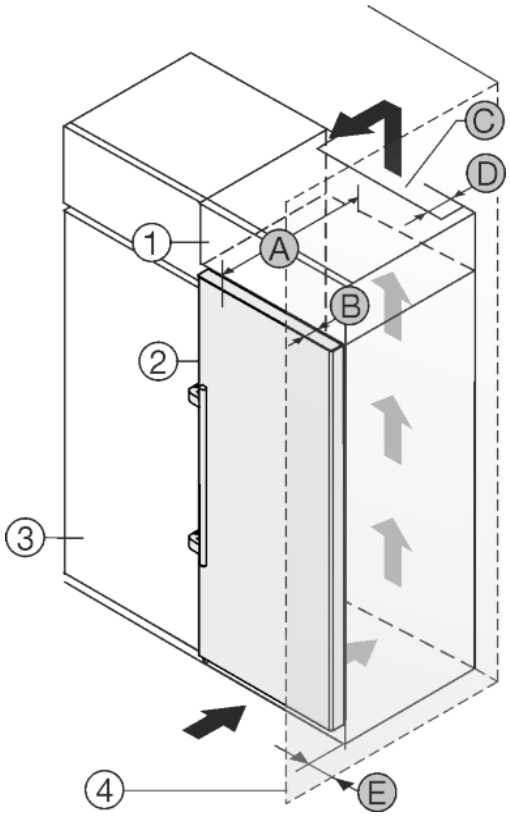

Fig. 30
Устройство может быть окружено кухонными шкафами. Чтобы уравнять устройство *Fig. 30 (2)* по высоте с кухонной стенкой, можно установить над устройством дополнительный шкафчик *Fig. 30 (1)*.
Установить устройство можно непосредственно рядом с кухонным шкафом *Fig. 30 (3)*. Чтобы можно было полностью открыть двери, устройство должно выступать на глубину *Fig. 30 (B)* относительно передней стенки кухонного шкафа. В зависимости от глубины кухонных шкафов и использования пристенных распорок устройство может выступать и больше.
- На задней стенке дополнительного шкафчика должен быть вентиляционный канал с глубиной *Fig. 30 (D)* по всей ширине этого шкафа.
- Нужно соблюдать вентиляционное отверстие *Fig. 30 (C)* под нижней панелью.
Если устройство установлено на шарнирах у стены *Fig. 30 (4)*, то нужно соблюдать расстояние *Fig. 30 (E)* между устройством и стеной. Настолько выступает ручка при открытой дверце.